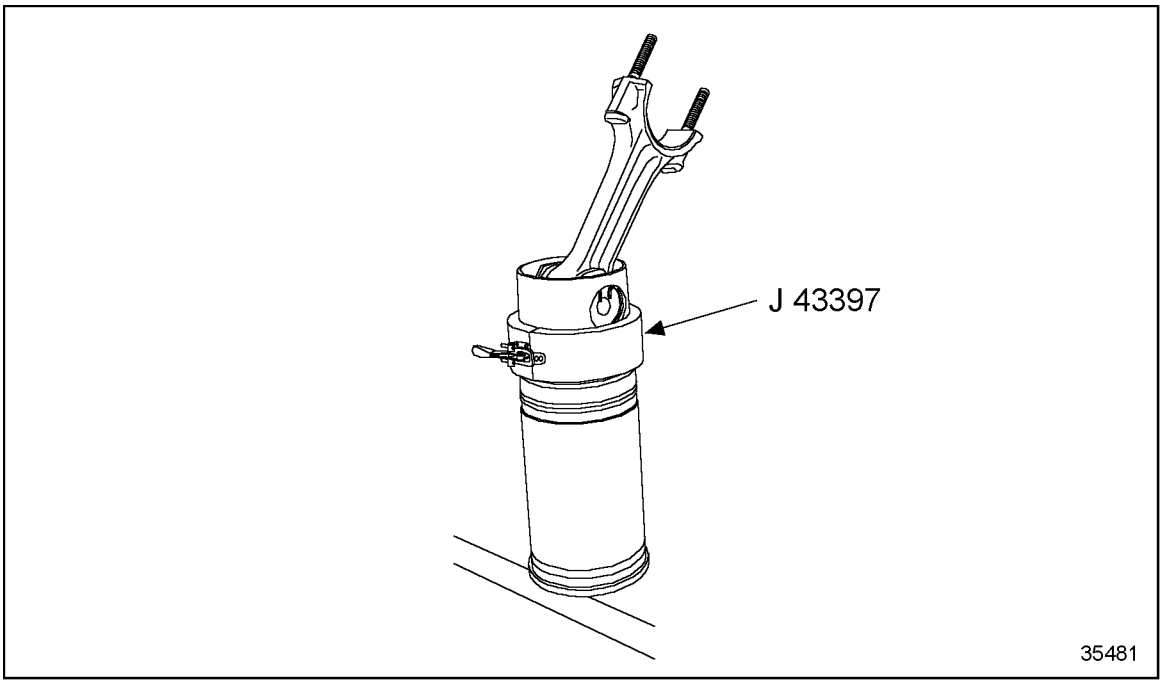
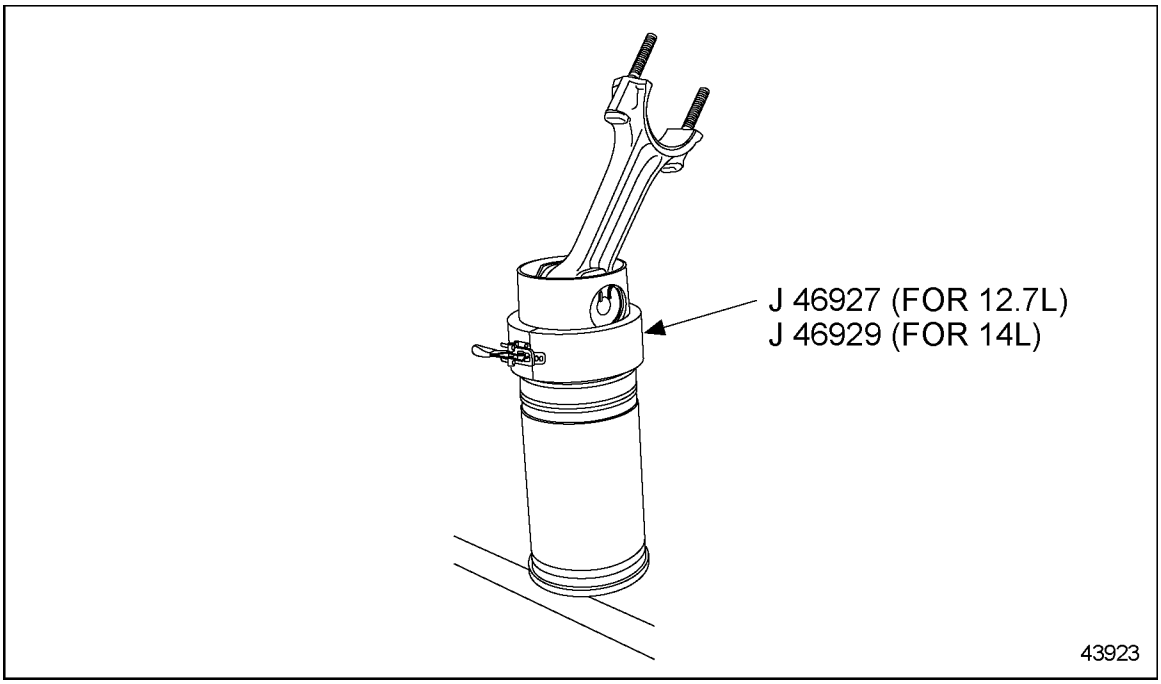

Figure 1-305 Installation of Ring Compressor
Figure 1-306 Installation of Ring Compressor for One piece Forged Steel Piston Assembly
14. Position the ring compressor clamped around the dome and rod assembly so the groove rests on the bottom of the cylinder liner. See Figure 1-305 and see Figure 1-306.